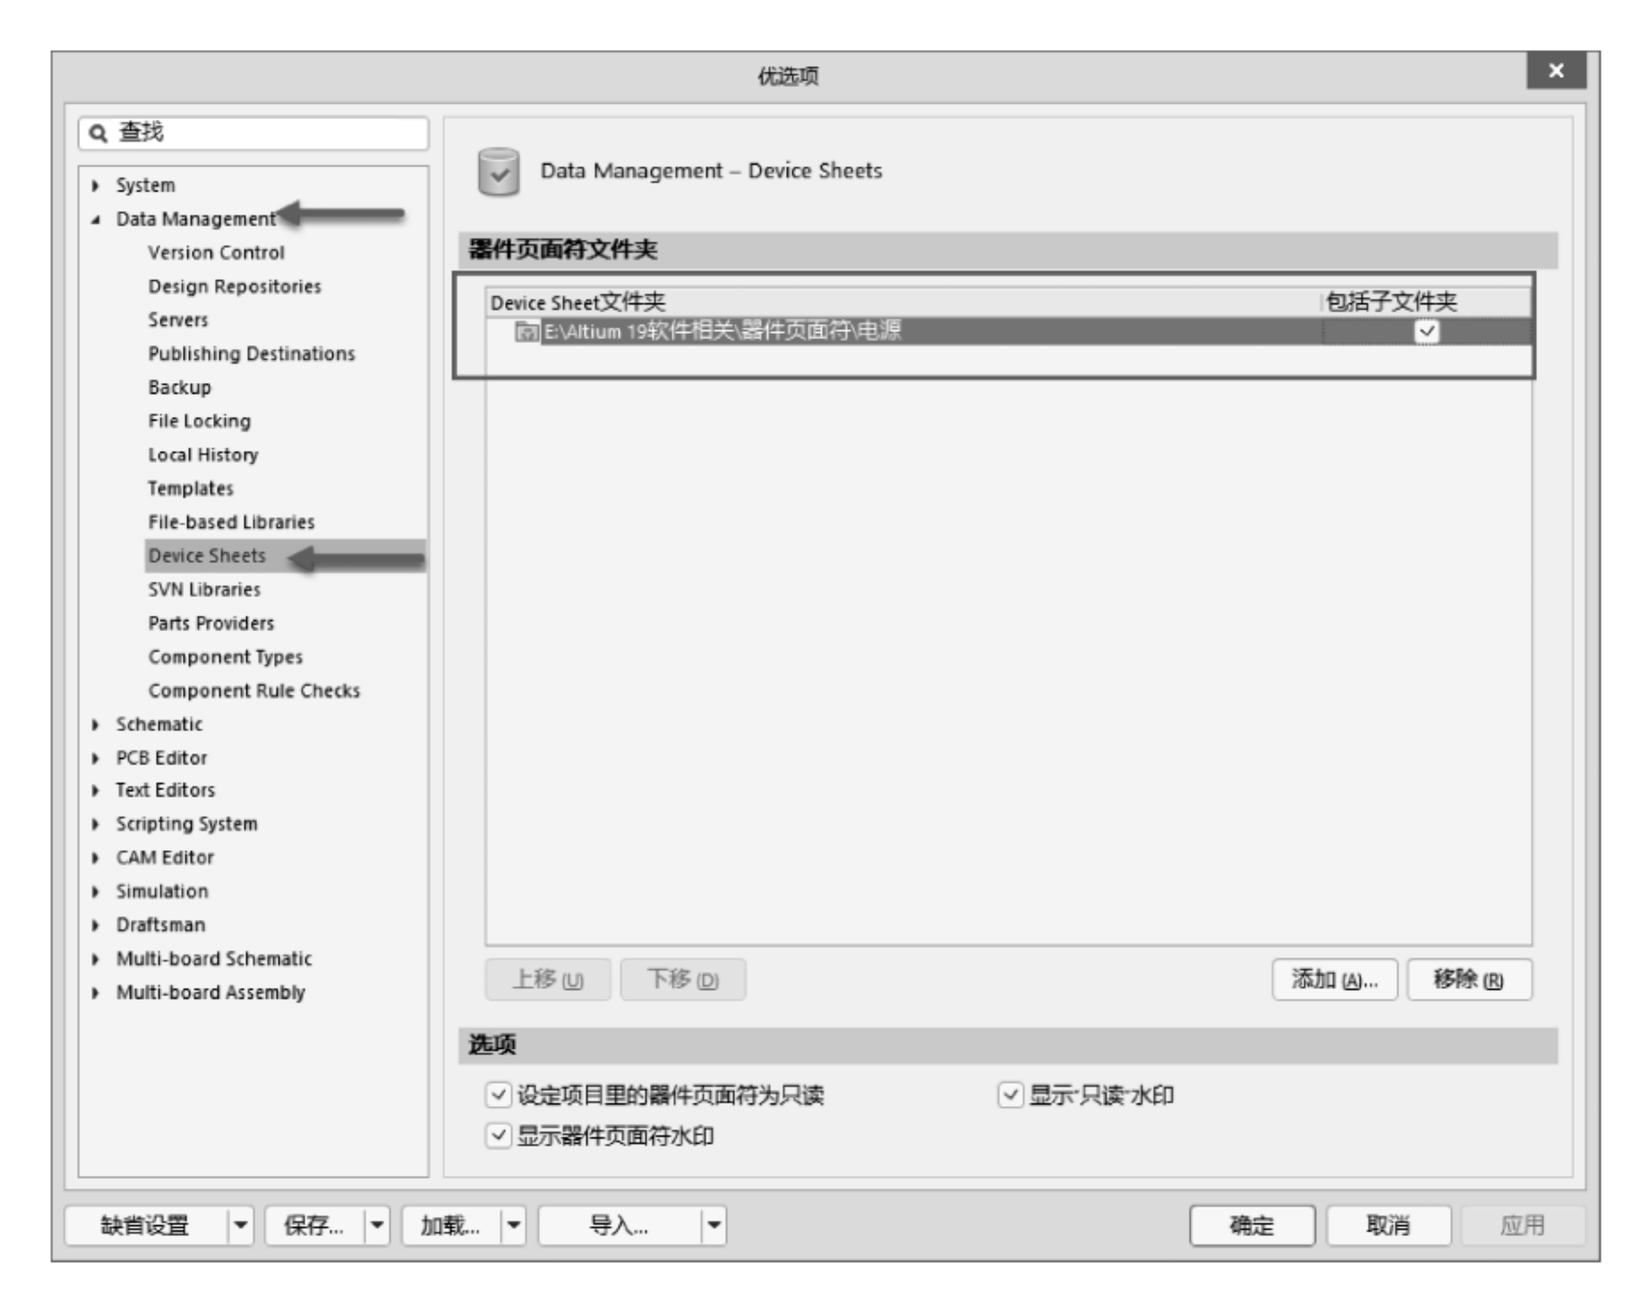

图 1-85 设置“器件页面符”路径
(1) 设置“器件页面符”路径。首先在硬盘上建立存储功能模块的路径(可以含有分类模块的子路径),然后在 Altium Designer 的优选项中进行器件页面符文件夹路径设置,如图 1-85 所示。